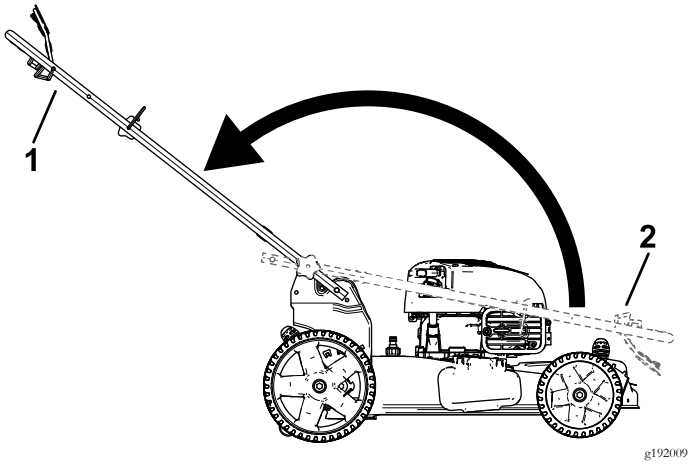

Рисунок 5
3. Разложите рукоятку в рабочее положение, повернув ее назад (Рисунок 5).